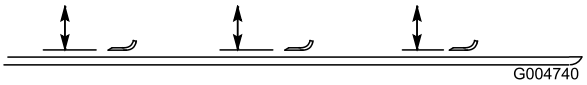

Figuur 82
2. Draai het mes totdat de uiteinden in de lengterichting liggen (Figuur 82). Meet de afstand vanaf de binnenkant van het maaidek tot de voorste snijrand van het mes. Noteer deze afstand.